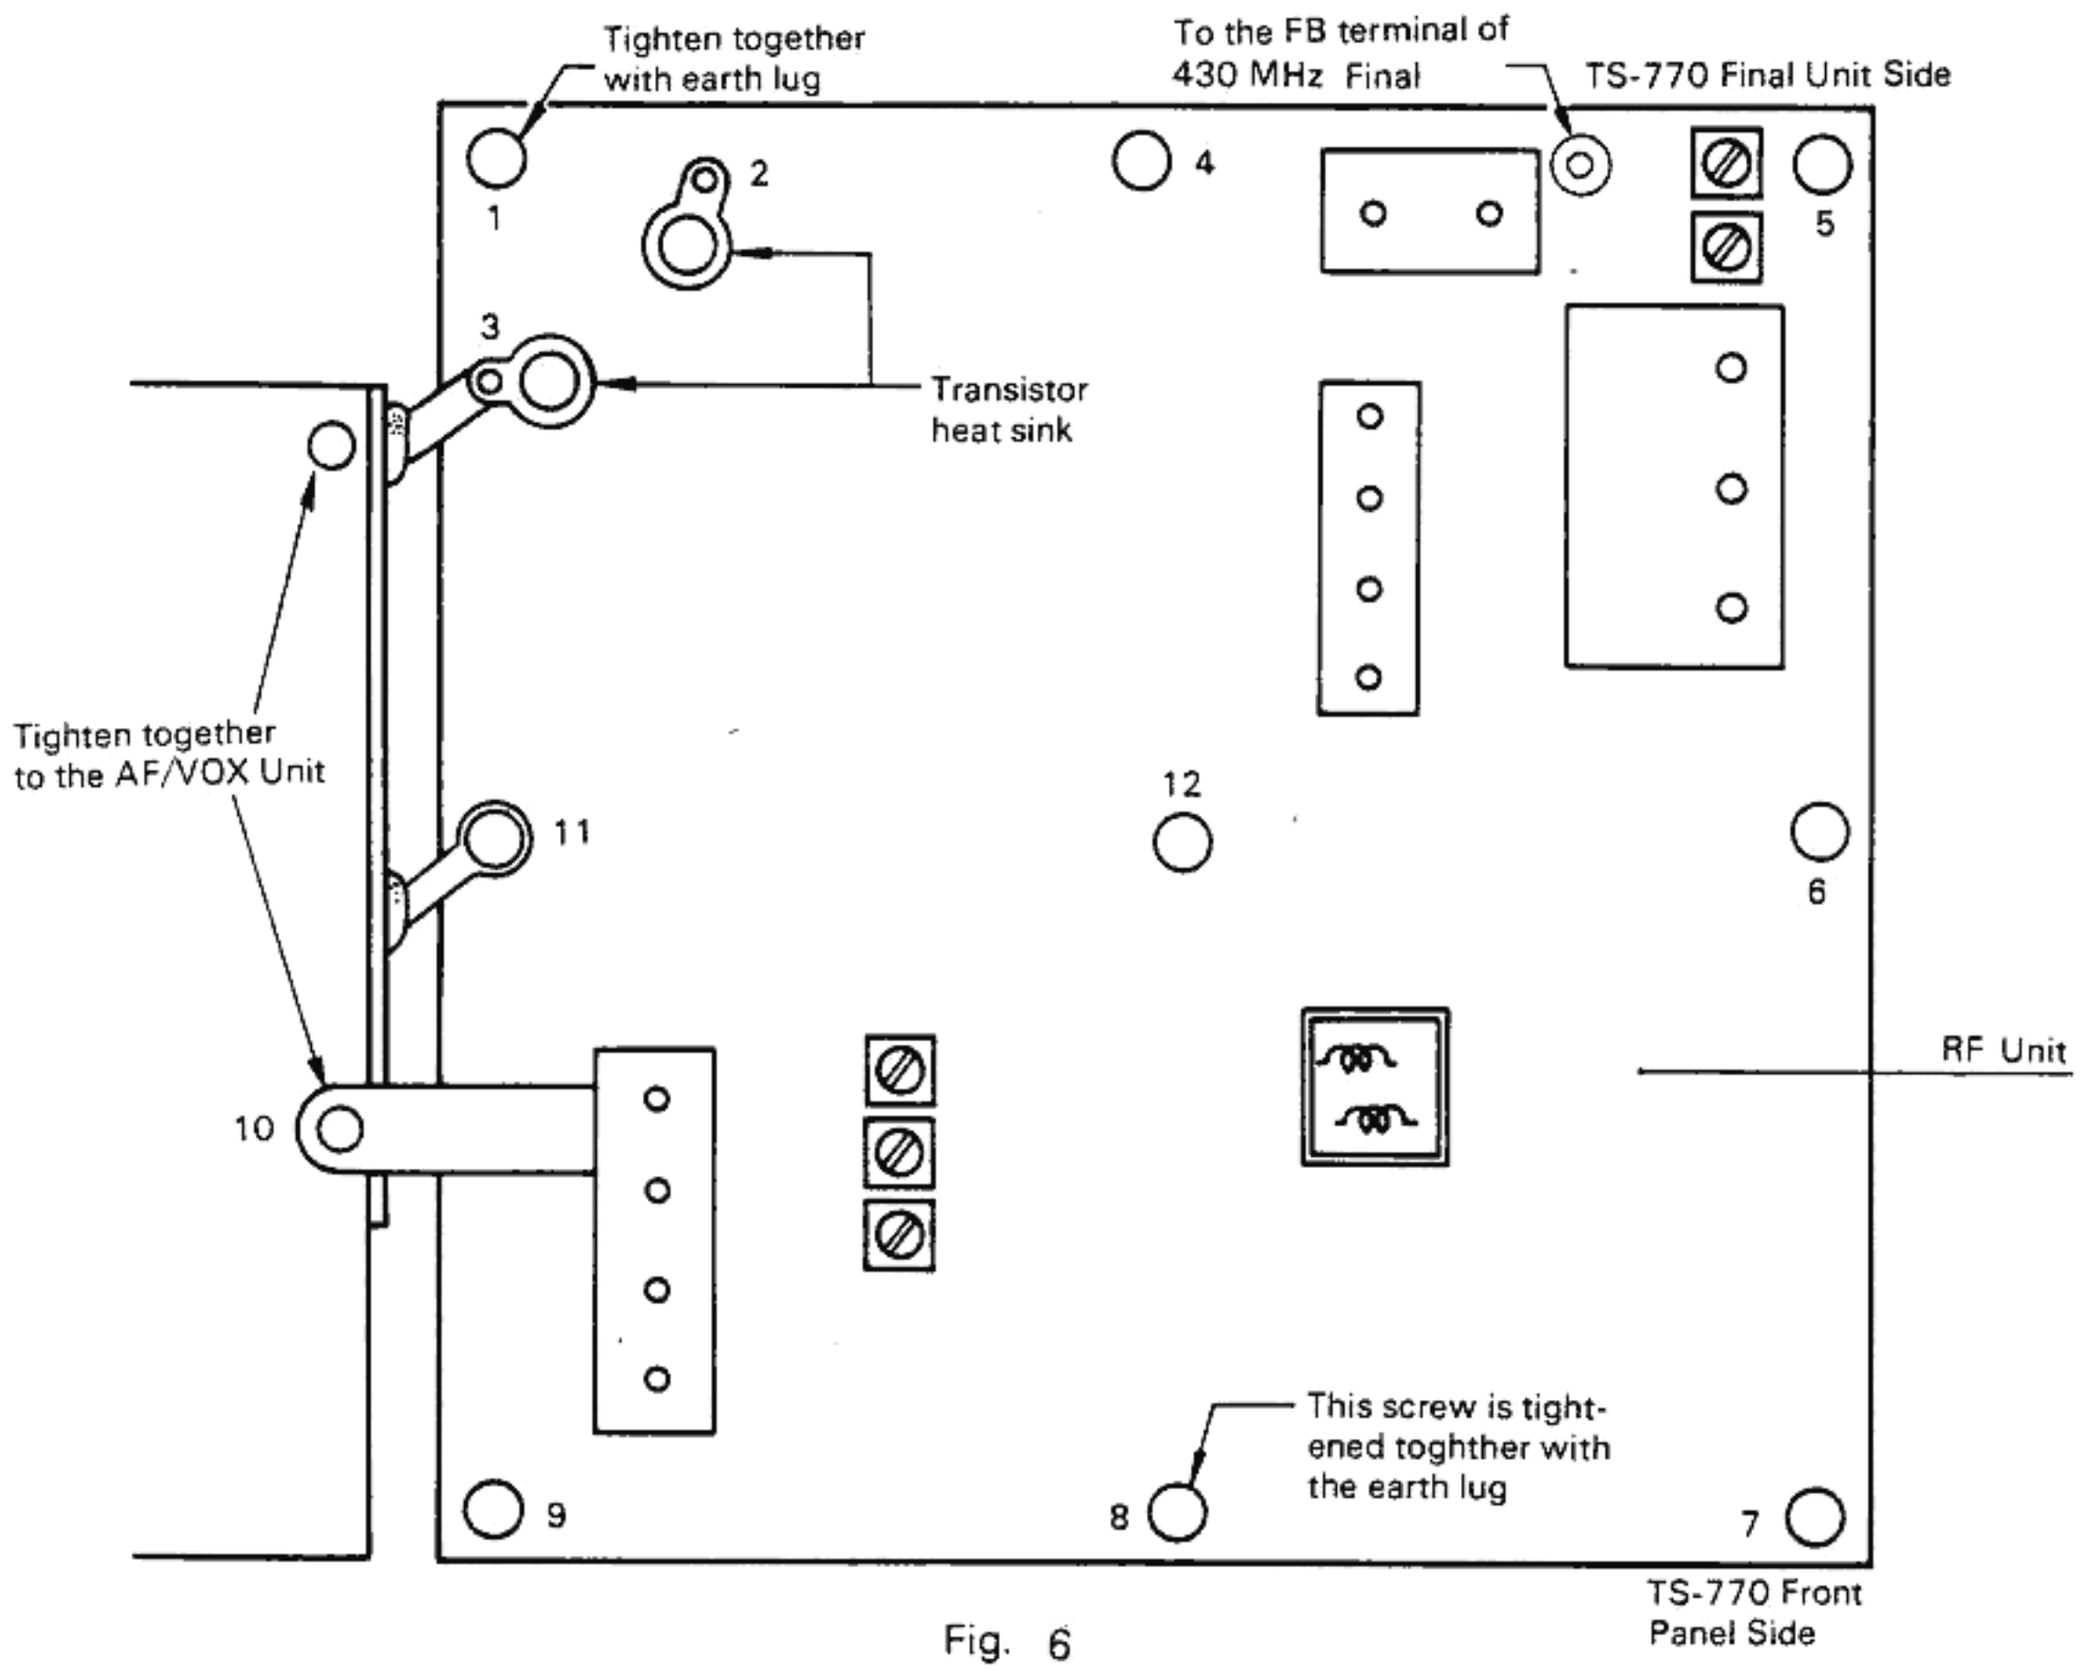

Fig. 6
3) Remove the twelve screws (1 ~ 12) (as shown in Fig. 6)
3) Remove the screw (1, 5 ~ 11) (as shown in Fig. 6)